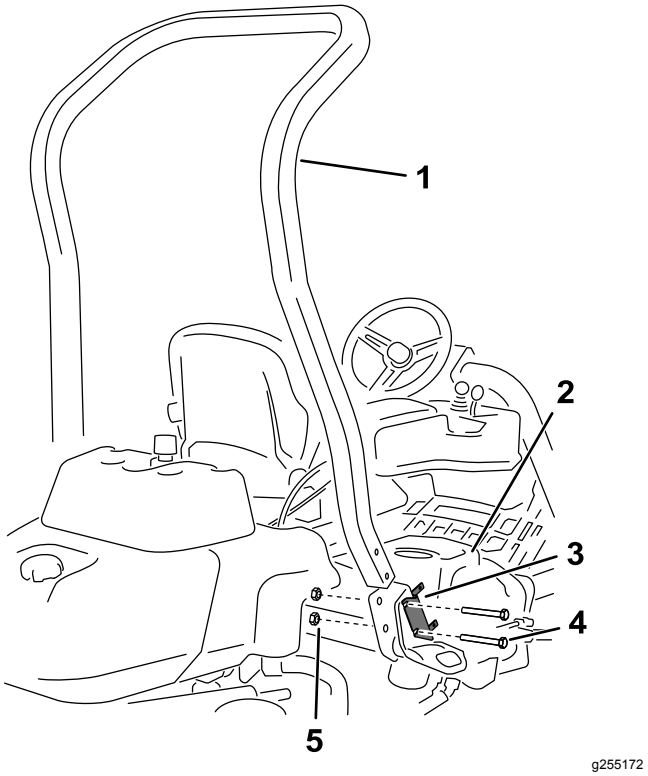

Figur 3
4. Fjern de 2 bolte, der fastgør sikringsblokbeslaget på styrtbøjlebeslaget som vist i Figur 3.